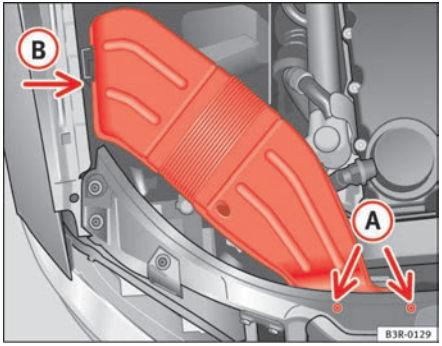

Fig. 199 Air duct on right side of vehicle
– Unscrew bolts (A) ⇒ page 257, fig. 199.
– Detach air duct from guide (B) and take it out. ■